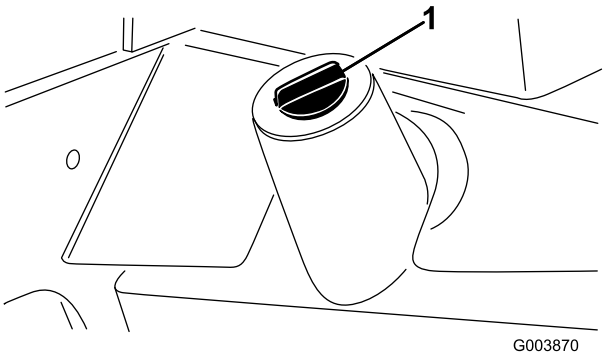

**Figuur 71**
2. Plaats een grote opvangbak onder de aftapplug in de bodem van het reservoir voor de hydraulische vloeistof (Figuur 71).
Verwijder de aftapplug uit de bodem van het reservoir voor de hydraulische vloeistof (Figuur 71) en laat de hydraulische vloeistof in de opvangbak lopen.